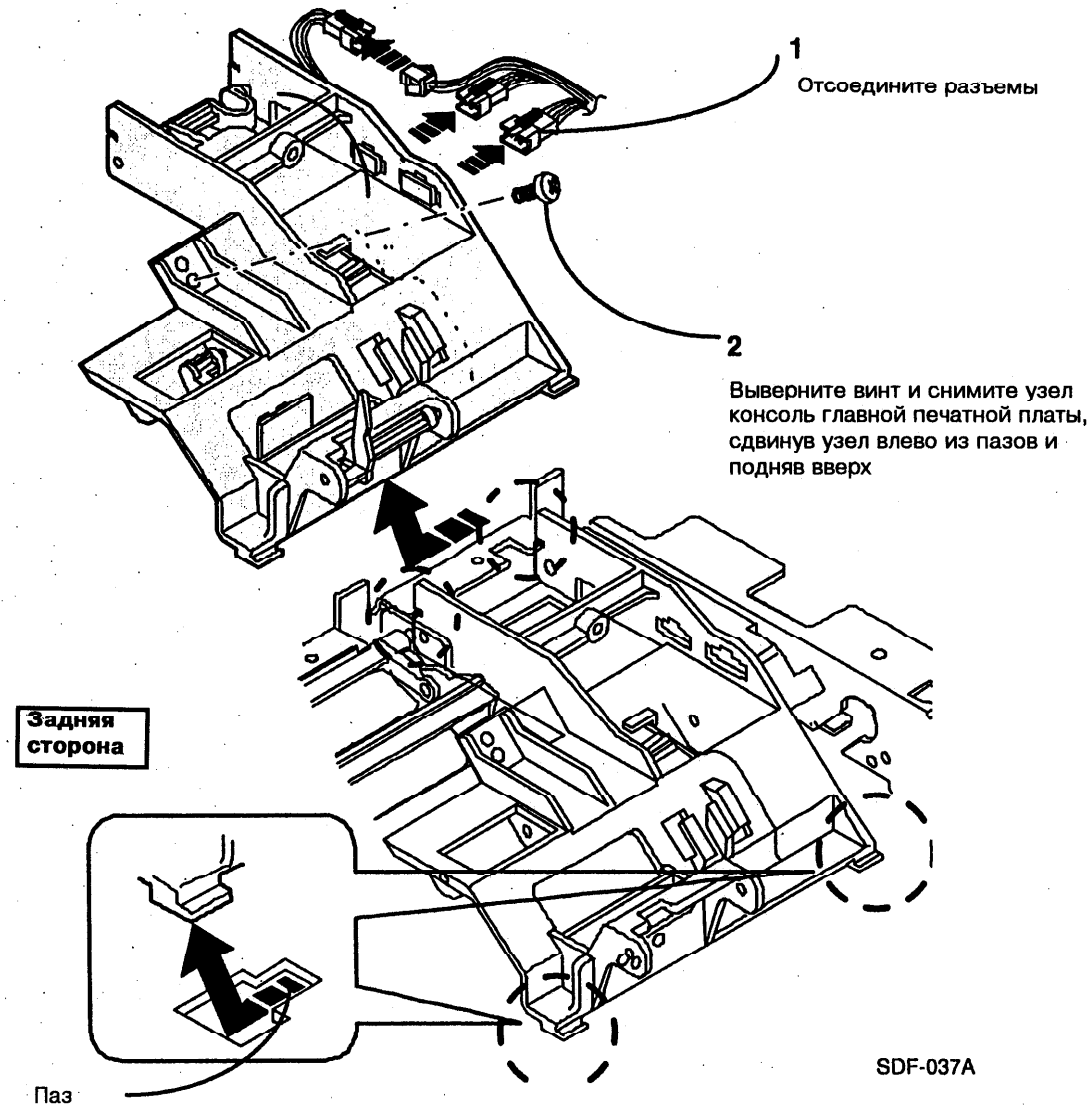

Рис. 1. Снятие узла крепления печатной платы
2. (Рис. 1) Снимите узел крепления печатной платы